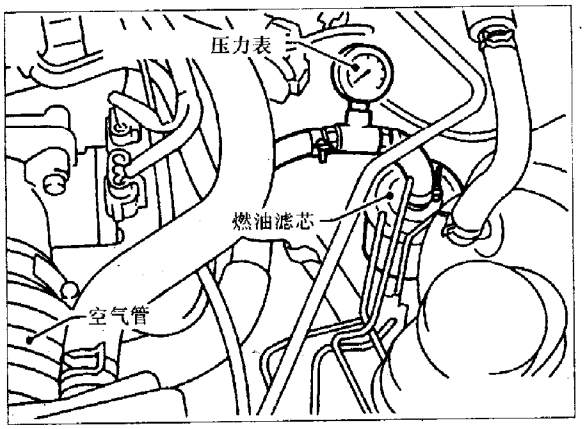

图4-5-2
(5)见图4-5-2,读取油压表示值。怠速时约为235kPa。